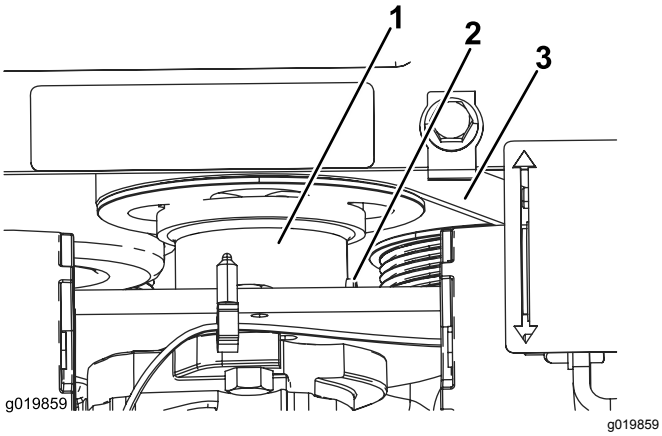

Figur 53
5. Lossa ställskruven på pumpdrivningens koppling (Figur 53).